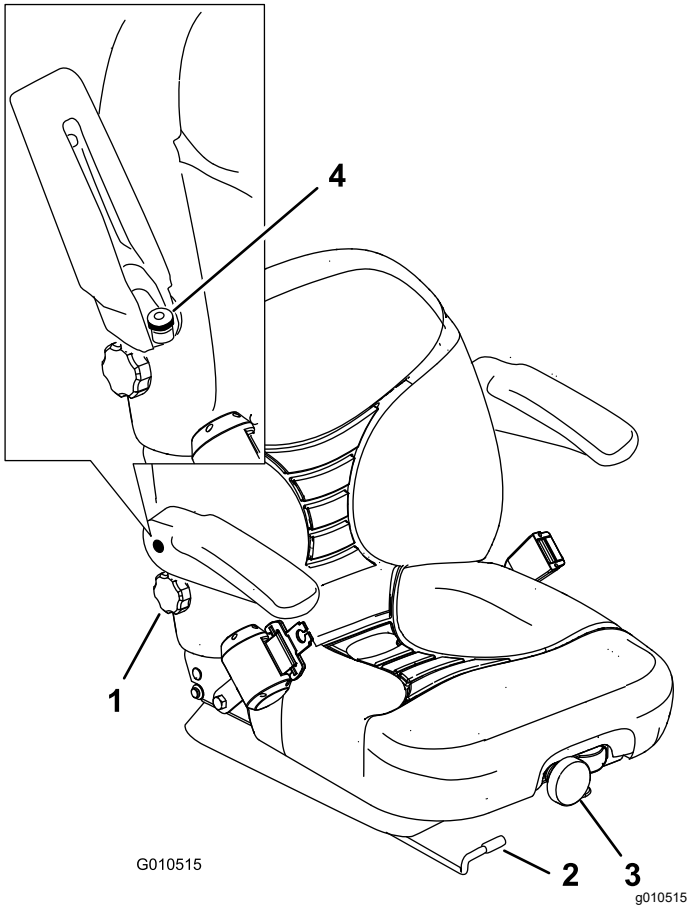

Figur 33
1. För spaken i sidled för att låsa upp sätet (Figur 33).
Justera sätet genom att vrida den främre ratten i endera riktning tills du sitter bekvämt (Figur 33).
För att flytta sätet bakåt ska du vrida ratten under det högra armstödet i endera riktning tills du sitter bekvämt (Figur 33).
Höj armstödet och vrid på ratten i endera riktningen för att få det så bekvämt som möjligt (Figur 33).